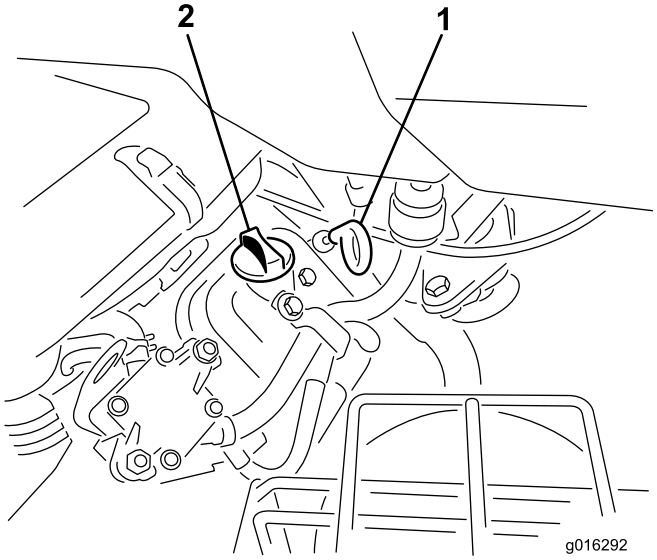

**Figuur 28**
2. Verwijder de peilstok en veeg deze af met een schone doek. Draai de peilstok in de buis. Let erop dat de peilstok volledig in de buis schuift (Figuur 28).